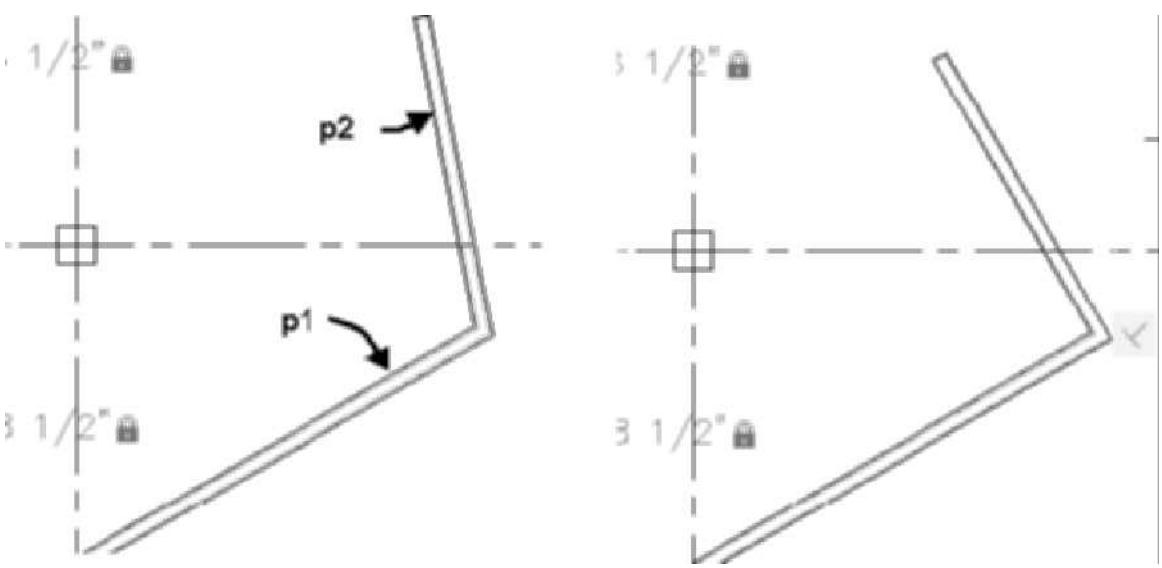

FIGURE 2.63 *Placing the Perpendicular constraints*
15. In this step you will use the Perpendicular constraint tool to modify the position of the wall at p2 as shown in Figure 2.63. Select the interior wall at p1 to display the wall contextual tab. Choose the Perpendicular command from the Parametric panel. Respond to the workspace prompts as follows:
Select first object: (*Select the wall at* ***p1*** *as shown in Figure 2.63.*)
Select second object: (*Select the wall at* ***p2*** *as shown in Figure 2.63. The wall at* ***p2*** *is now perpendicular to* ***p1****. Press Escape to end the command.*)